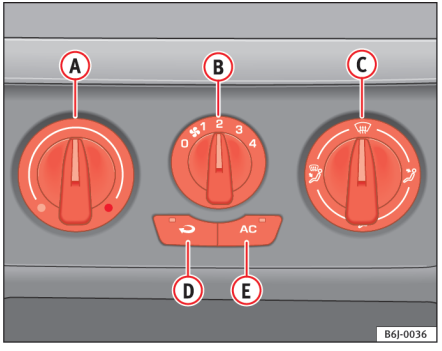

Fig. 94 I instrumentpanelet: betjeningselementer til varmeanlæg
– Drej kontakten til regulering af temperaturen ⇒ fig. 94 (A) til venstre.
– Drej blæserkontakten (B) til blæsertrinene 1-4.
– Styr luftstrømmen i den ønskede retning med kontakten til luftfordeling (C).
– Drej kontakten til regulering af temperaturen ⇒ fig. 94 (A) til højre, indtil den ønskede varmeydelse er nået.
– Drej kontakten til regulering af temperaturen ⇒ fig. 94 (A) helt til højre for at opnå den højeste varmeydelse.
– Drej blæserkontakten (B) til trin 4.
– Luk dysen (3).
– Åbn dysen (4), og ret den mod sideruden. ▶
- Drej kontakten til regulering af temperaturen ⇒ fig. 94 (A) ind i varmeområdet.
- Drej blæserkontakten (B) til blæsertrinene 2-3.
- Luk dyserne (3).
- Åbn dyserne (4), og ret dem mod sideruden.